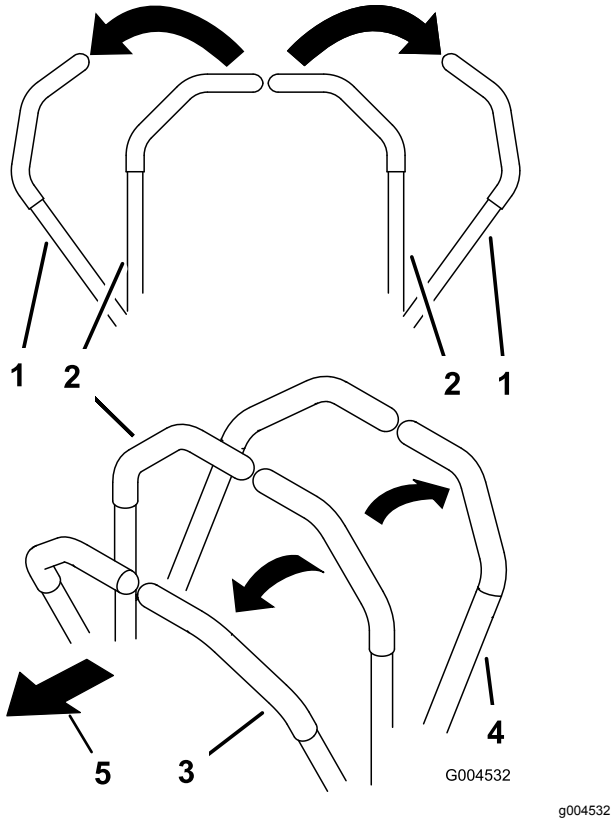

Figuur 19
- Om vooruit te rijden, duwt u de rijhendels langzaam naar voren (Figuur 19).
- Om achteruit te rijden, trekt u de rijhendels langzaam naar achteren (Figuur 19).
- Als u een bocht wilt maken, vermindert u vaart door beide hendels naar achteren te trekken en duwt u vervolgens de hendel aan de kant tegengesteld aan de richting die u wilt inslaan, naar voren (Figuur 19).